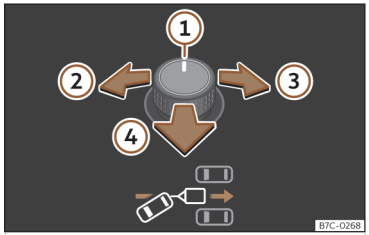
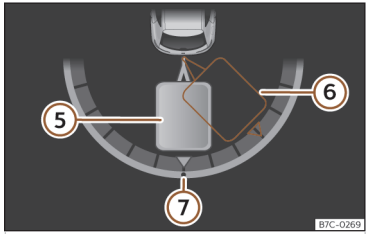

Fig. 157 Mando giratorio de los retrovisores exteriores: ajustar el ángulo del remolque.
Fig. 158 Pantalla del cuadro de instrumentos: dar marcha atrás.
Leyenda de la ››› **fig. 157** , ››› **fig. 158**:
- Bascule el mando giratorio hasta alcanzar la dirección deseada ››› **fig. 157**. En la pantalla del cuadro de instrumentos aparece a modo de orientación una representación del conjunto vehículo tractor y remolque en la posición actual ››› **fig. 158**.